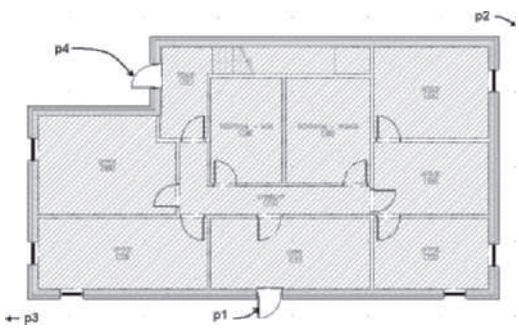

FIGURE 11.100 *Creating spaces for level 1*
Select object to tag: *(Select the door at* p1 *as shown in Figure 11.100.)*
Select objects to tag: *(Create a crossing selection from points* p2 *to* p3 *as shown in Figure 11.100.)*
(The tags of the doors located at p1 and p4 of Figure 11.100 indicate Space not found. The ***Door Tag - Project Based*** *tag extracts space information to number the door. Since the door swing is not over a space, the tag cannot find a space to associate the door number. The Property Data Location grips of the doors will be adjusted later in this tutorial to tag the doors.)*
42. Double-click to open the **Floor 1** drawing in the Constructs tab of the Project Navigator. Refer to step 37 and drag the Property Data Location grip of each exterior door onto the interior space at **p1** and **p4** as shown in Figure 11.100. Save and close the drawing.